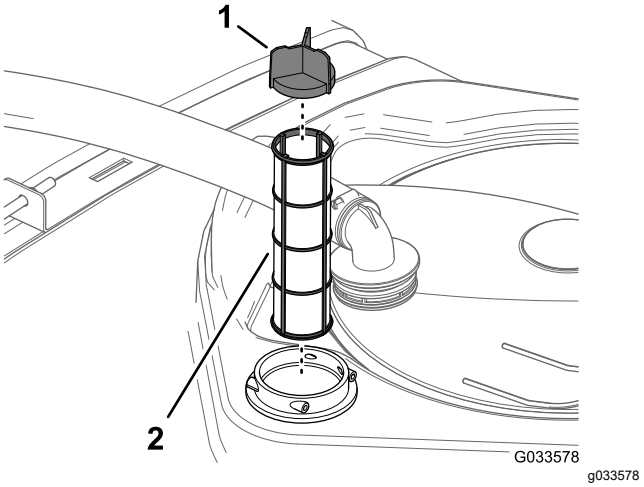

Figuur 30
4. Trek de zuigkorf uit zijn behuizing in de tank (Figuur 30).